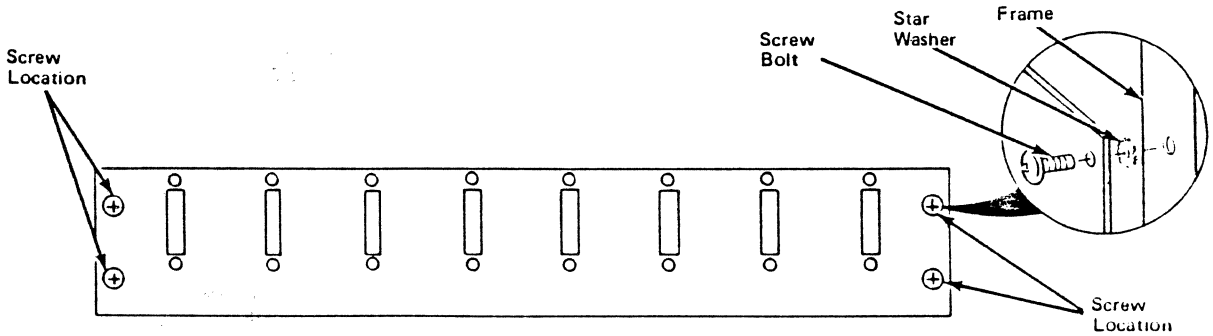

Figure 9-9. Screw Locations for I/O Panels
c. Remove the four screws that secure the I/O Panel to the I/O panel frame (Figure 9-9).